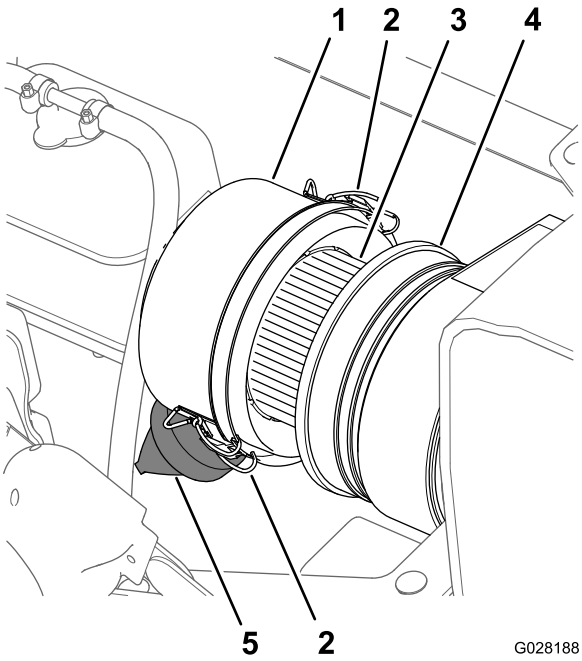

**Figur 71**
3. Rengör dammkåpan och luftrenarhuset (Figur 71).
4. Undersök om luftrenarhuset har skador som kan orsaka en luftläcka (Figur 71).
5. Kläm på dammventilen för att rensa den från smuts, damm och skräp (Figur 71).
7. Kontrollera om luftfiltret har stora ansamlingar av smuts, damm och skräp (Figur 71).
8. Montera dammkåpan på luftrenarhuset och fäst kåpan med de två spärrhakarna (Figur 71).
2. Rengör dammkåpan och luftrenarhuset (Figur 71).
6. Torka av insidan på dammkåpan, luftrenarhuset och dammventilen med en fuktig trasa (Figur 71 och Figur 72).